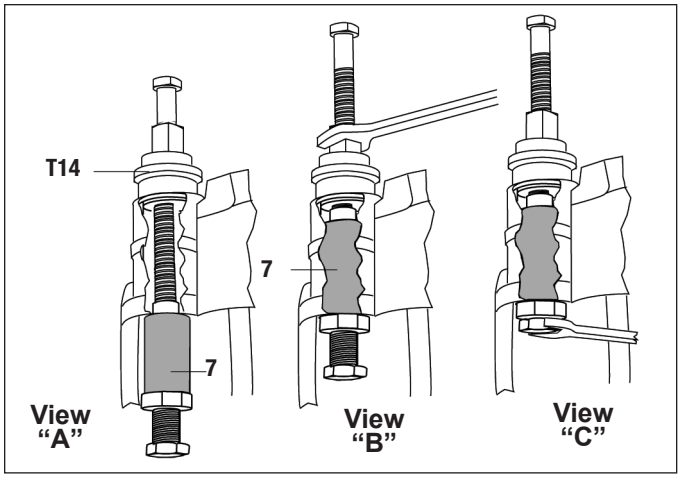

Figure 77 – View "A" and "B": Draw the Brass Bushing into Position. View "C": Lock the Bushing into Position
5.6.22 With the dimpling tool (T16) in position, tighten the screw in its base until it contacts the dimpling screw housing. The movement of this screw forces three points outwards, leaving indentations in the brass bushing. *See Figure 77, view "C".*